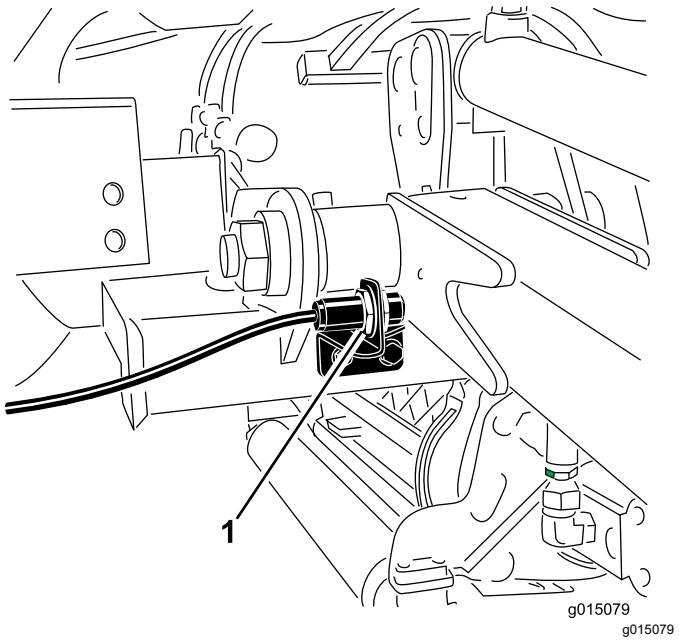

Figuur 41
2. De schakelaar van de hefarm bevindt zich achter de hefarm rechts voor (Figuur 41).
3. Maak de schroeven van de schakelaar (Figuur 41) los en beweeg de schakelaar naar boven om de draaistand van de hefarm te vergroten, of naar beneden om de draaistand van de hefarm te verkleinen.